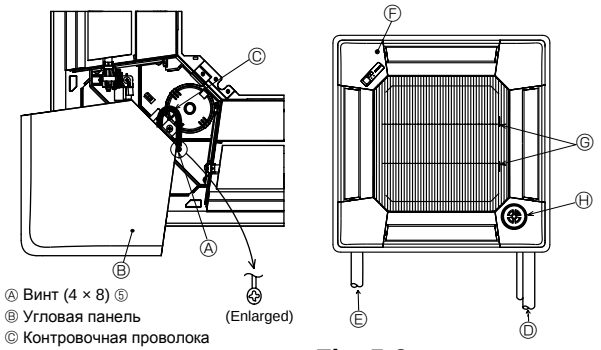

Fig. 5-9
5.5. Установка воздухозаборной решетки (Fig. 5-9)